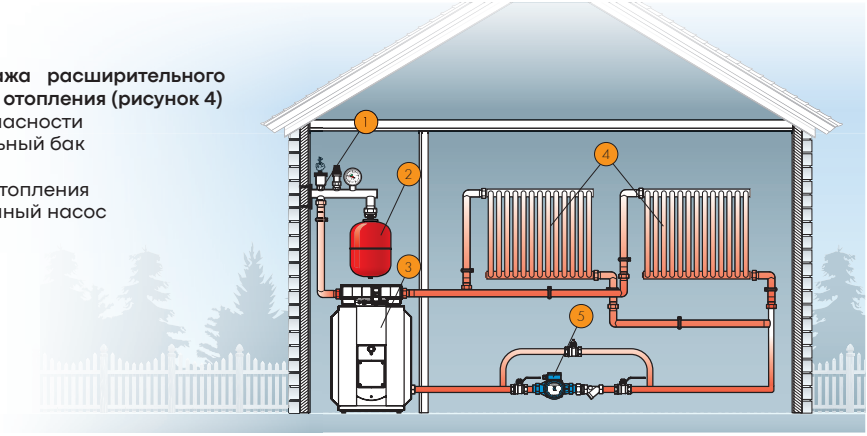

Рисунок 4
**Пример монтажа расширительного бака в систему отопления (рисунок 4)**